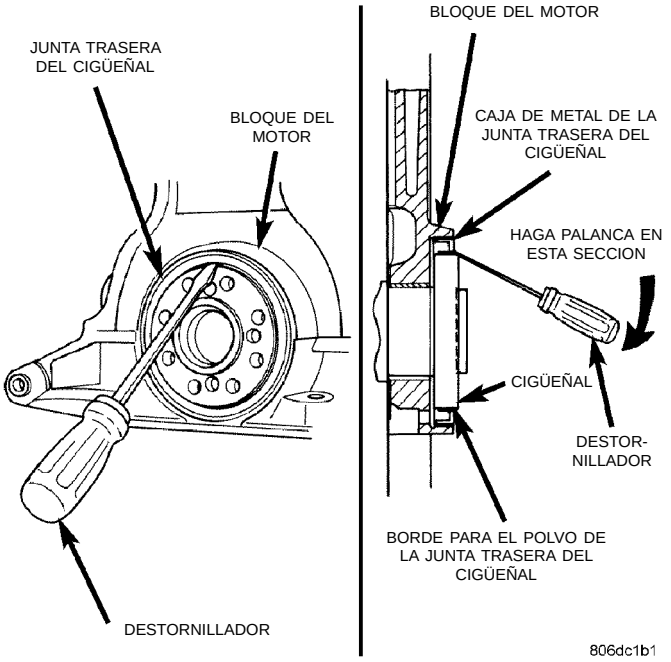

Fig. 62 Junta de aceite trasera del cigüeñal—Desmontaje
(1) Introduzca un destornillador de punta plana de 4,76 mm (3/16 pulgadas) entre el reborde contra el polvo y la caja metálica de la junta del cigüeñal. Coloque en ángulo el destornillador (Fig. 62) en el reborde contra el polvo, contra la caja metálica de la junta. Extraiga la junta con palanca.